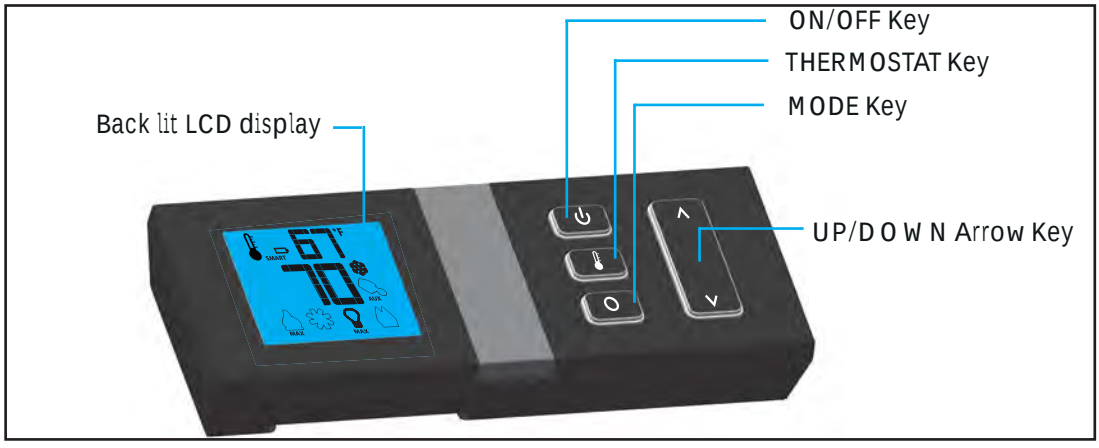
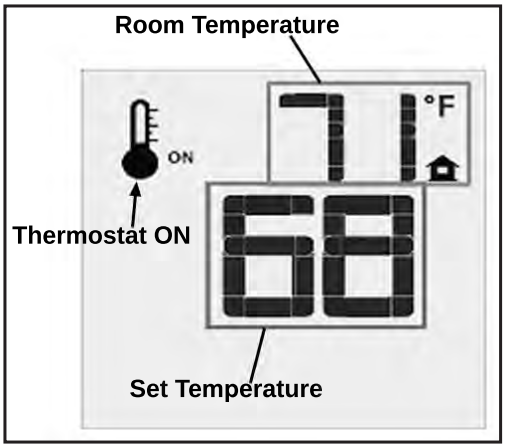
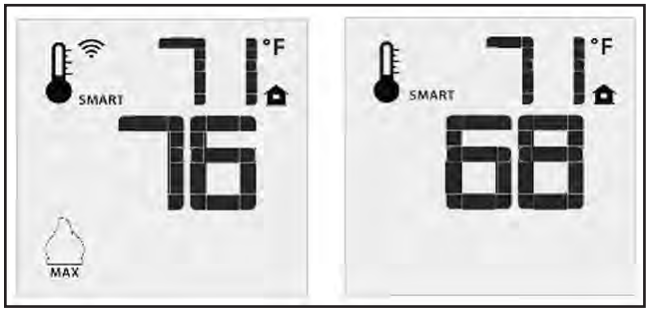
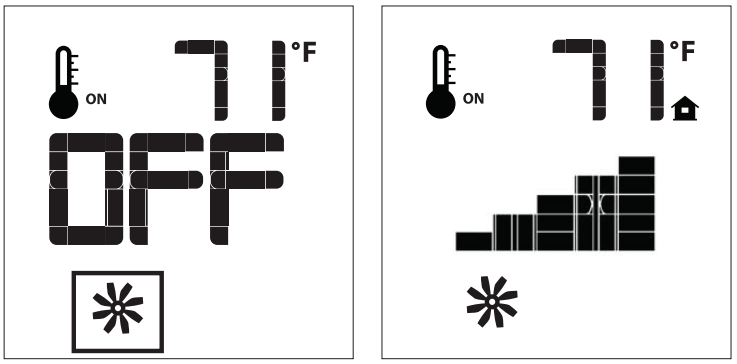

Figure 4: Proflame 2 Transmitter.
Figure 9: Remote Control Displays Set Temperature.
Figure 10: Remote Control's Smart Flame Function.
Figure 12: Fan Control
The Proflame 2 Transmitter is a remote control with a blue backlit lcd display. It uses a streamline design with a simple button layout and informative lcd readout (Figure 4). The Transmitter is powered by three (3) AAA type batteries. A Mode Key is provided to Index between the features and a Thermostat Key is used to turn on/off or index through Thermostat functions (Figure 4 & 5)
Press the ON/OFF Key on the Transmitter. The Transmitter LCD display will only show the room temperature and Icon (see Figure 9). A single "beep" from the IFC confirms reception of the command and both the pilot light (if the unit is not set to continuous pilot) and main burner will turn off.
The Remote Control can operate as a room thermostat. The thermostat can be set to a desired temperature to control the comfort level in a room. To activate this function, press the Thermostat Key (see Figure 4). The LCD display on the Transmitter will change to show that the room thermostat is "ON" and the set temperature is now displayed (see Figure 9). To adjust the set temperature, press the Up or Down Arrow Keys until the desired set temperature is displayed on the LCD screen of the Transmitter.
The Smart Thermostat function adjusts the flame height in accordance to the difference between the set point temperature and the actual room temperatures. As the room temperature gets closer to the set point the Smart Function will modulate the flame down. To activate this function, press the Thermostat Key (Figure 4) until the word "SMART" appears to the right of the temperature bulb graphic (Figure 10). To adjust the set temperature, press the Up or Down Arrow Keys until the desired set temperature is displayed on the LCD screen of the Transmitter.
The S30I comes with a convection fan that can be controlled with the Transmitter. The fan speed can be adjusted thorugh six (6) speeds. To control the fan press the MODE key (Figure 4) to index to the fan control icon (Figure 12). Use the UP/DOWN arrow keys to turn on, off, or adjust the fan speed (Figure 12). A single beep from the IFC will confirm the command has been received